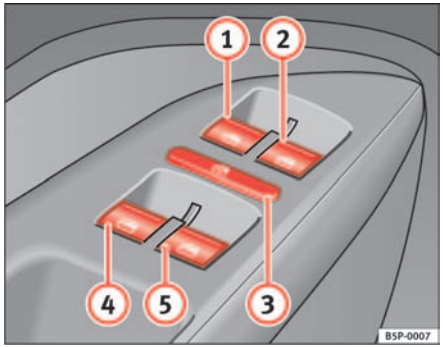

Fig. 71 Section of the driver door: controls for the front and rear windows
The buttons ⇒ page 104, fig. 71 (1) and (2) have two levels for opening the window and two for closing it. This makes it easier to open or close windows to the desired position.